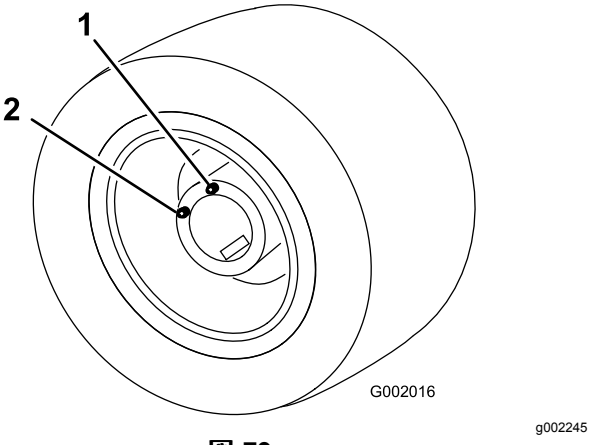

図 79
5. 今度はドレンプラグが補給位置にくるように駐車する図 79。